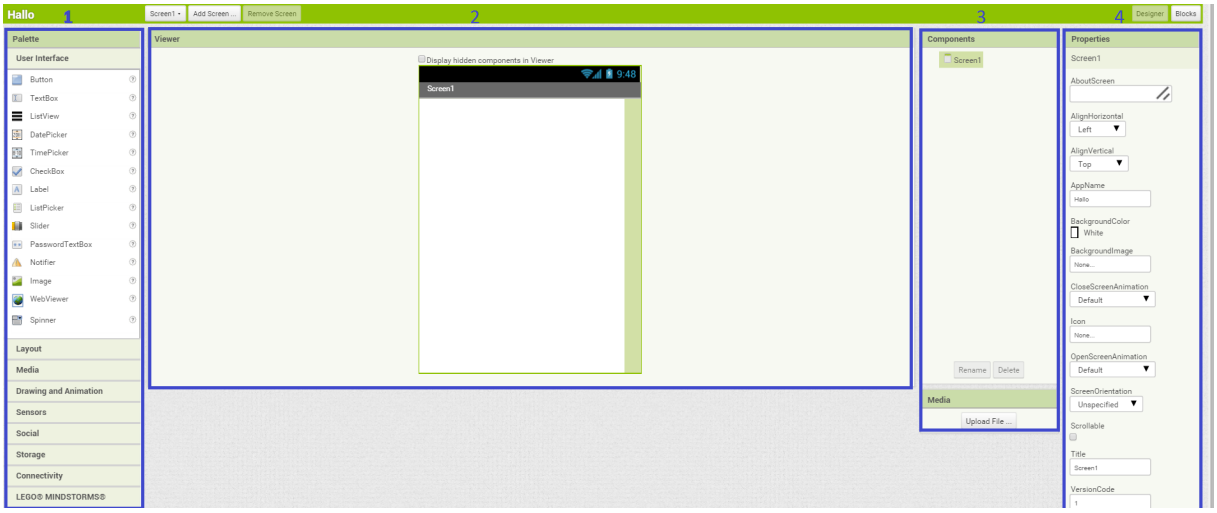

Abbildung 2.2: Design-Editor
Auf der linken Seite (1) in der Abbildung 2.2 , ist die Auswahl an Werkzeugen (Buttons, Label etc.), Layouts, Sensoren, die man für die eigene App zur Verfügung hat, ersichtlich. An Position 2 erstellt man mit der Auswahl, die man an Position 1 gewählt hat, das Layout für die App. Bei der Position 3 wiederrum sieht man alle Komponenten (Werkzeuge, Layouts, Sensoren), die man ausgewählt hat. Ganz rechts (4) in der Abbildung 2.2 sind die Eigenschaften der ausgewählten Komponenten ersichtlich, die man verändern kann.